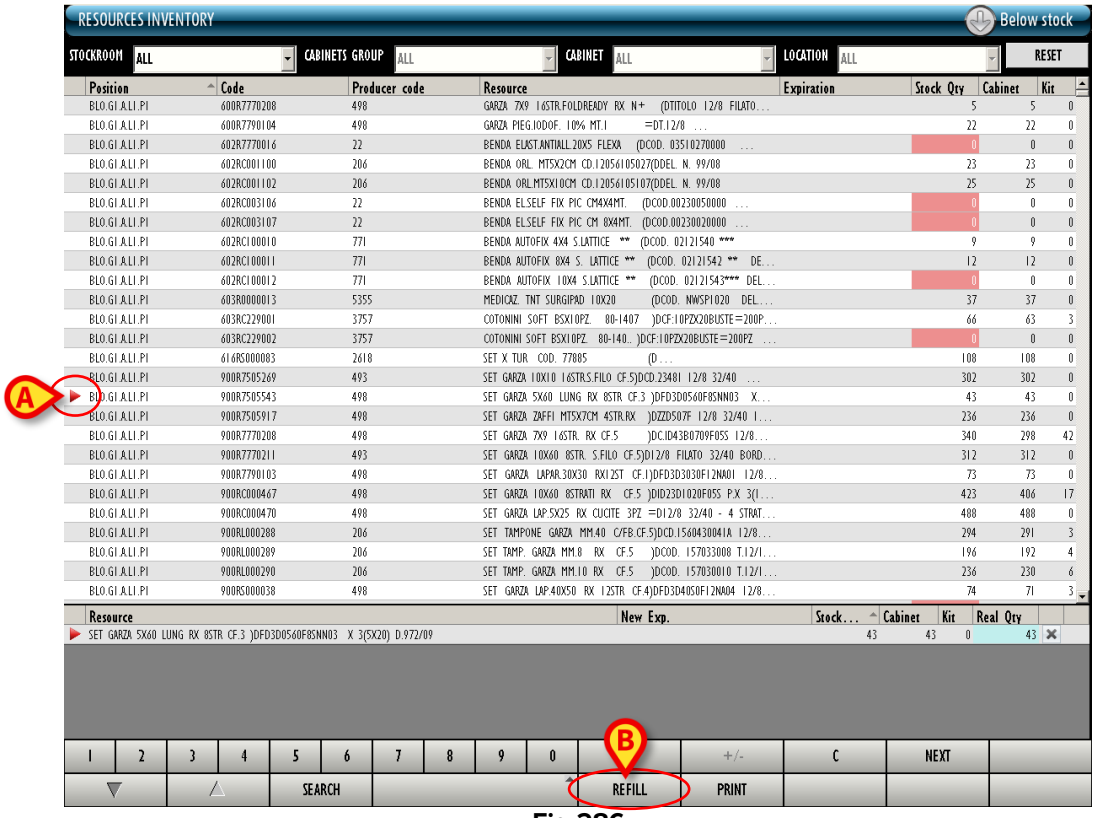

Fig 286
The resource is selected; the ▶ icon is displayed on the left (Fig 286 **A**).
- Click the **Refill** button on the command bar (Fig 286 **B**).
The “Inventory” screen is displayed again (Fig 286). The resource values are updated.